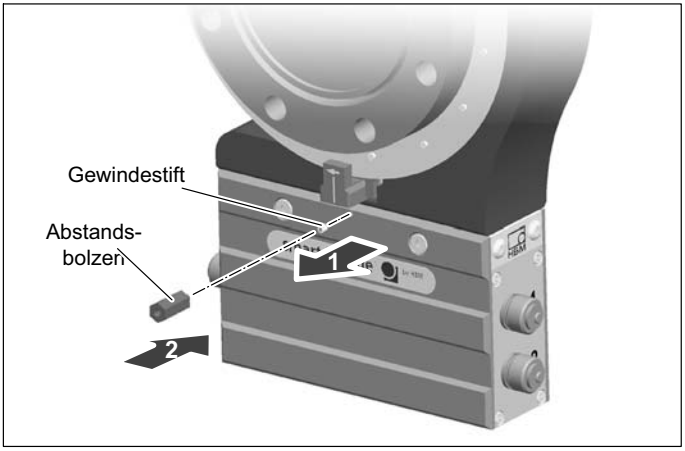

Abb. 8.6 Abstandsbolzen montieren (nur bei 5 kN ·m und 10 kN ·m)
3. *Nur bei Messbereichen 5 kN ·m und 10 kN ·m:* Entfernen Sie auf beiden Seiten des Stators die Gewindestifte aus den Gewindebohrungen. Schrauben Sie den Abstandsbolzen in die Gewindebohrung auf der Seite des Drehzahlsensors ein (*siehe Abb. 8.6*).